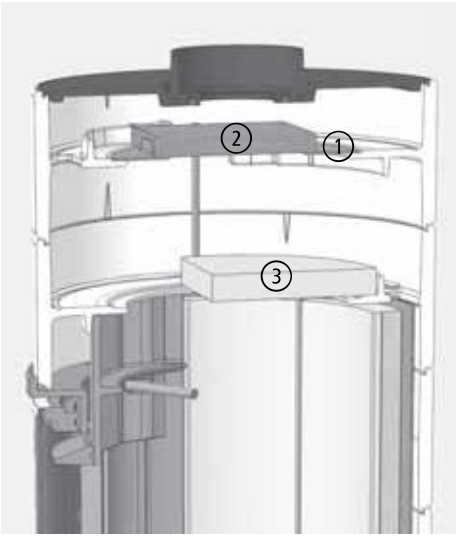
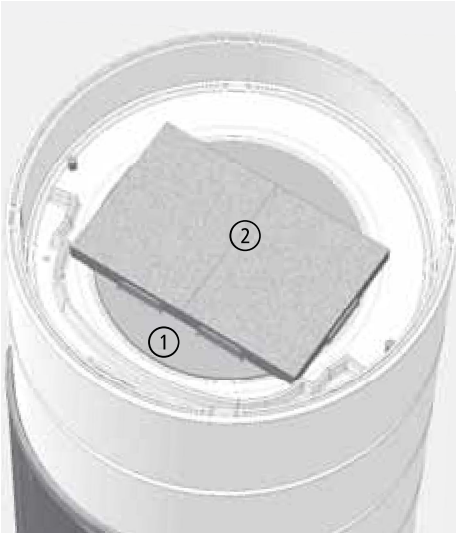

Abb. 3.20 Lage der Katalysator-Elemente beim PEPPA tec, Schnittdarstellung
Abb. 3.21 Lage der Katalysator-Elemente beim PEPPA tec, Blick von oben bei abgenommener Deckplatte
2. auf den Aufnahmerahmen werden die beiden Katalysator-Elemente aufgelegt (siehe Abb. 3.20 bzw. Abb. 3.21).